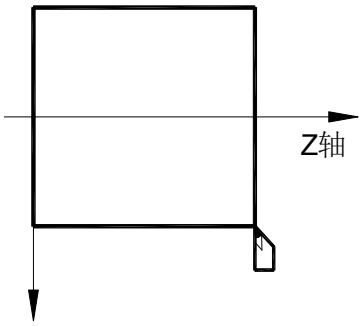

图 7.2-2
7、移动刀具到安全位置后，按 换刀 键选择 2#刀具，并移动到对刀点，如图 7.2-2；